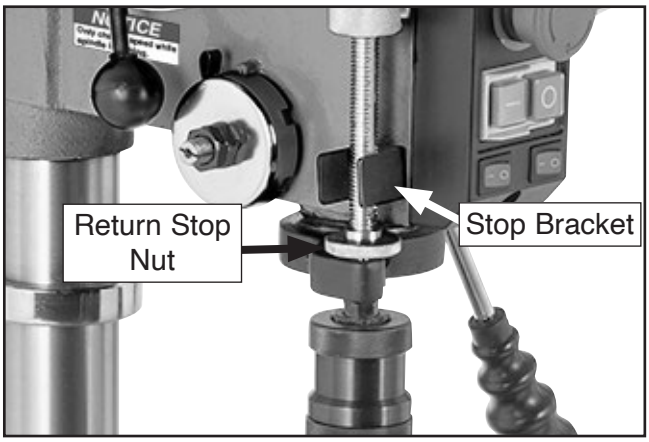

**Figure 25.** Feed return stop nut location.
3. Adjust feed return stop nut shown in **Figure 25** so it touches stop bracket. The quill should not return up into the head casting when depth stop is adjusted this way.